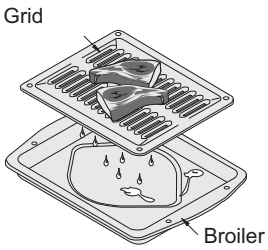

**Figure 16: Broiler pan/insert**
1. Arrange interior oven racks and place the broiler insert on the broiler pan, then place the meat on the insert. Remember to follow all warnings and cautions (Figure 16).